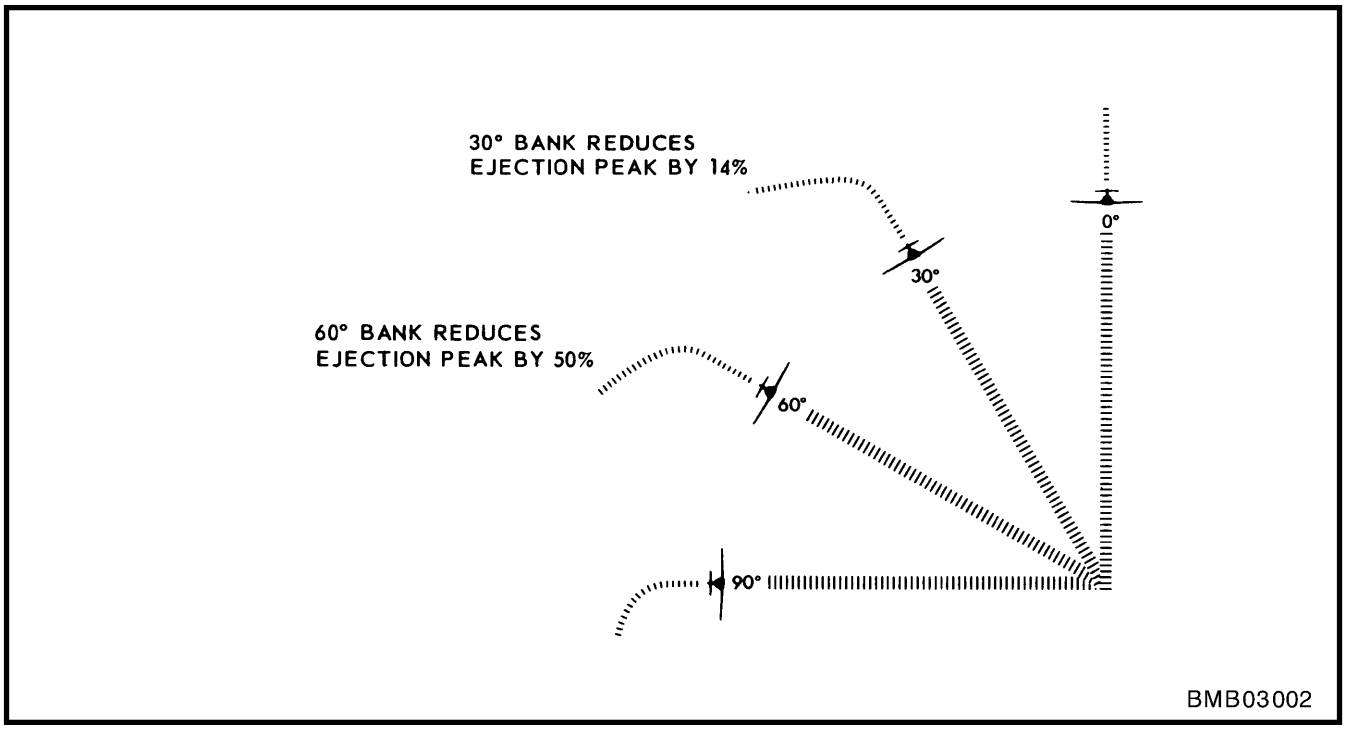

Figure 3-2-2 Effect of Bank on Ejection
32. The effect of bank on ejection is illustrated in Figure 3-2-2.